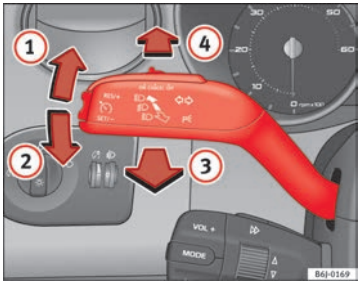

Fig. 59 Turn signal and main beam headlight lever
– Move the lever all the way up ⇒ Fig. 59 (1) to indicate **right**, and all the way down (2) to indicate **left**. ▶
– Press the lever forward ⇒ Fig. 59 (4) to switch on the main beams.